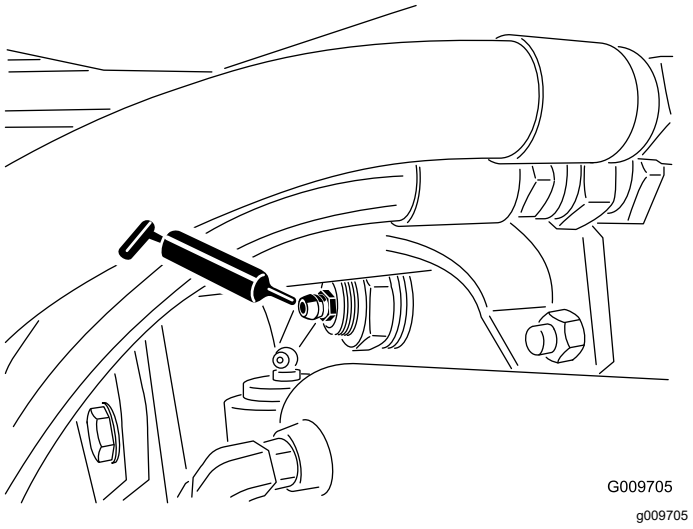

Figur 80
- Bagakslens drejebøsninger (2) (Figur 80)